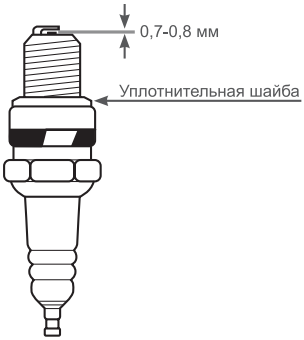

**Рис.12 Зазор свечи зажигания**
4. Измерьте зазор между электродами свечи зажигания специальным щупом. Зазор должен быть 0,7-0,8мм (Рис.12). При увеличении, или уменьшении требуемого зазора, рекомендуется заменить свечу, так как регулировка зазора может привести к изменению качества искрообразования.